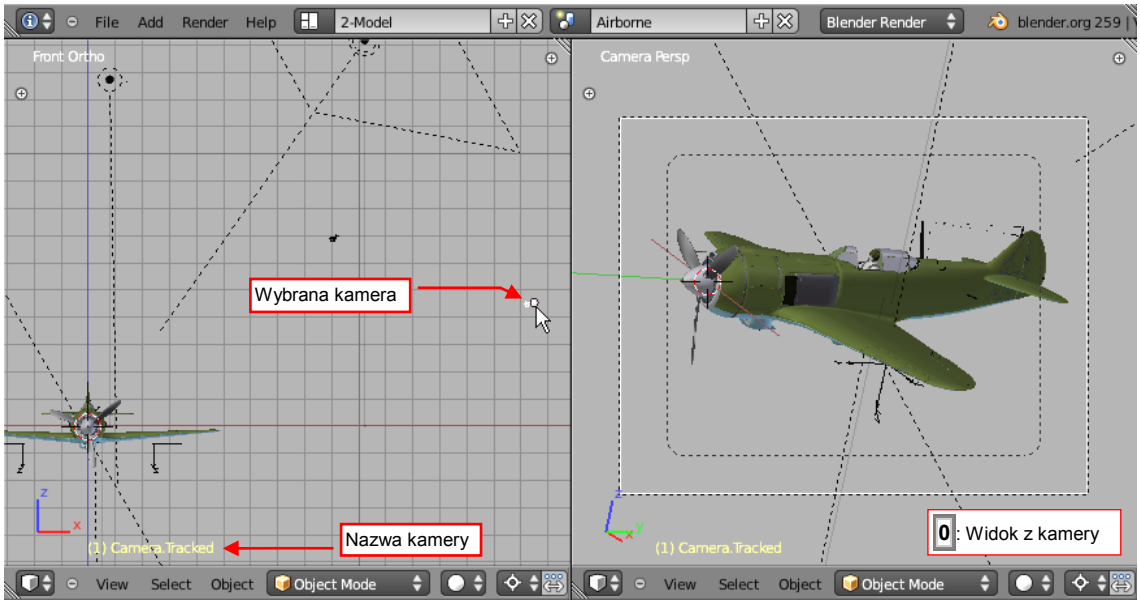

Rysunek 2.4.1 Proponowany układ ekranu
- naciśnij Ctrl – ↓ (***Area Options→Tile Window***), by powrócić do układu wielu okien. W jednym z nich ustaw widok kamery, a w drugim – widok z przodu (por. Rysunek 2.4.1). W ten sposób będziemy w stanie obserwować obraz z kamery:
Abym mógł pokazać ten obiekt, musimy wyłączyć pewne warstwy, i włączyć inne. Ale gdzie się podziała kontrolka z warstwami? Każde z okienek widoków jest na tyle wąskie, że ukryła się gdzieś za krawędzią ekranu (por. Rysunek 2.4.1)!